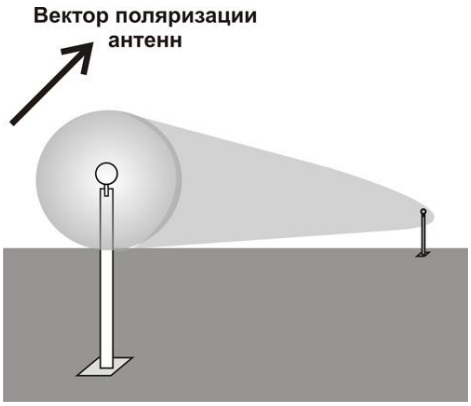
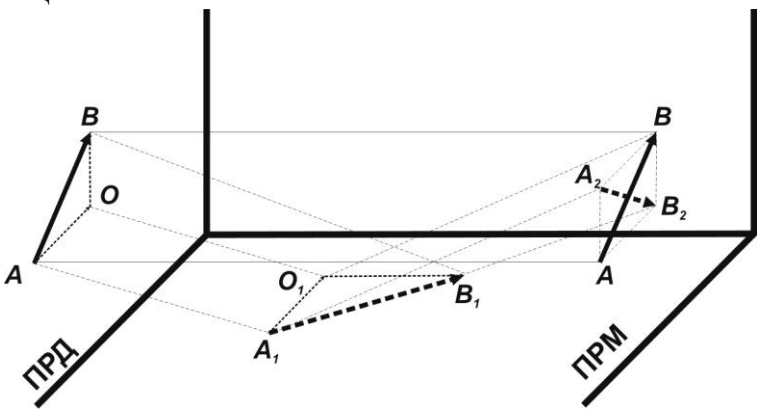

Рис.6.2
Рис. 6.3
6.1.1.2 Установка БПРМ и БПРД вертикально относительно поверхности земли (рис. 6.2) соответствует наклонной ориентации вектора поляризации антенн. Принцип работы извещателя с наклонной ориентацией вектора поляризации запатентован («Радиоволновой способ обнаружения объектов», Патент РФ №2348980). Плоско поляризованное электромагнитное поле (чувствительная зона) формируется между БПРД и БПРМ в виде вытянутого эллипсоида вращения, причем вектор поляризации АВ формируется под углом ≈ 45° по отношению к прилегающим поверхностям (земле, заграждению и др., рис. 6.3). Отраженные от поверхностей волны (вектор А2В2) попадают на приемную антенну **ПРМ** под углом ≈ 90° по отношению к ее собственному вектору поляризации **АВ**. В результате вклад отраженного